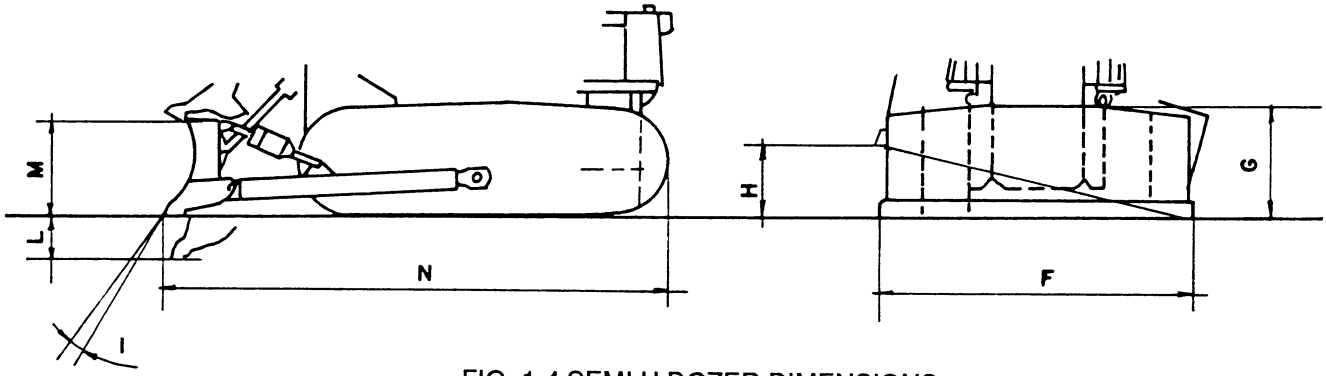

FIG. 1-4 SEMI U DOZER DIMENSIONS
1.9.2 TRACTOR WITH SEMI U DOZER (FIG. 1-4)